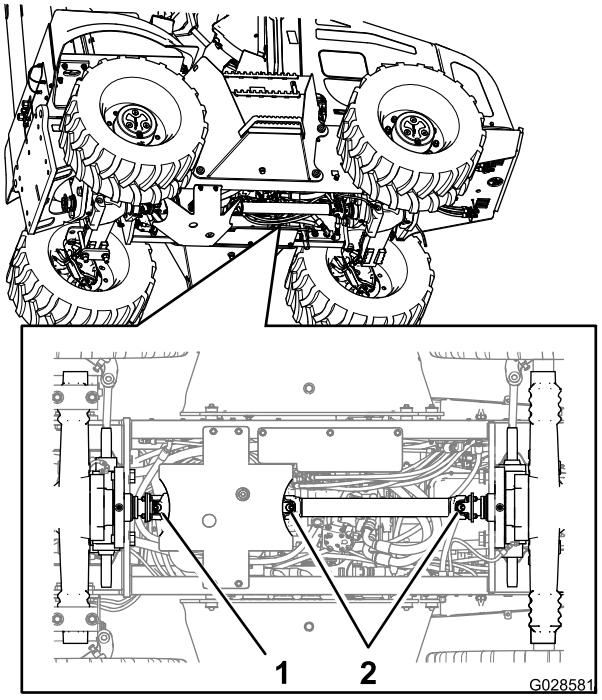

Figura 57
2. Conecte a pistola de graxa à graxeira da junta deslizante na extremidade dianteira do eixo cardan, e aplique 2 ou 3 bombeadas de graxa (Figura 57).
3. Conecte a pistola de graxa à graxeira da junta universal na extremidade dianteira do eixo cardan, e aplique 2 ou 3 bombeadas de graxa (Figura 57).
4. Conecte a pistola de graxa à graxeira da junta universal na extremidade traseira do eixo cardan, e aplique 2 ou 3 bombeadas de graxa (Figura 57).